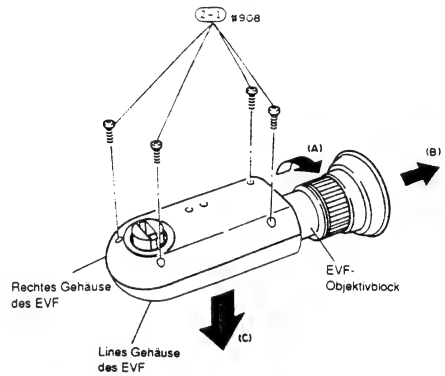

Abb. 2-121
1) Den EVF-Objektivblock in Richtung des Pfeiles (A) drehen (siehe Abb. 2-121).
2) Den EVF-Objektivblock in Richtung des Pfeiles (B) entfernen.
1) Vier (4) Befestigungsschrauben des linken und rechten Gehäuses des EVF entfernen (siehe Abb. 2-121).
2) Das linke Gehäuse des EVF von dem EVF-Block in Richtung des Pfeiles (C) entfernen.